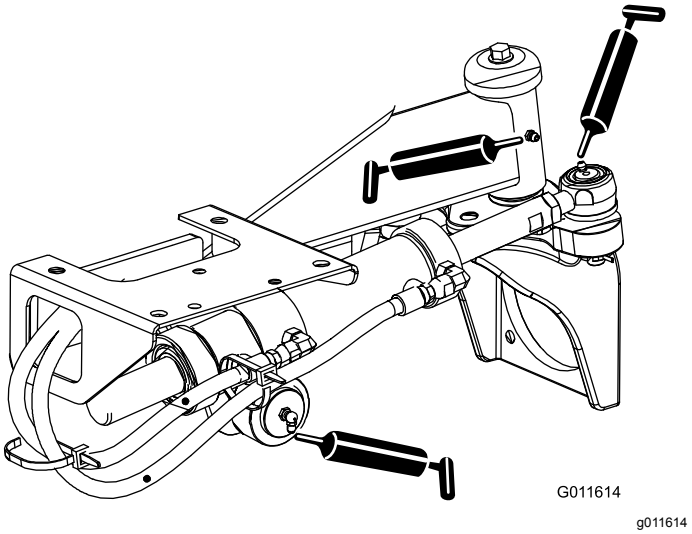

**Figur 53**
- Styrcylinderns kulleder (2) och bakre axel (1) (Figur 53)